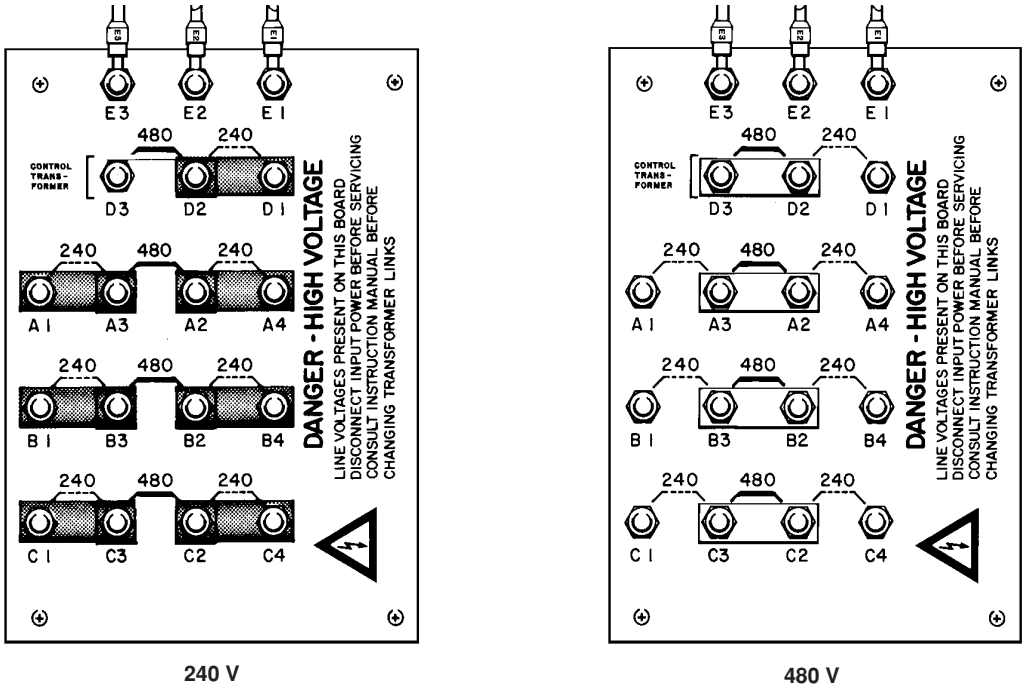

Abbildung 3-2 Zweifach-Spannungs-240/480 V-Klemmbrett-Einstellungen
- Die 240/480 V-Stromquellen (078075) werden in der Konfiguration für 480 V-Betrieb geliefert. Die Brücken müssen für 240 V-Betrieb umgeschaltet werden (siehe Abb. 3-2).